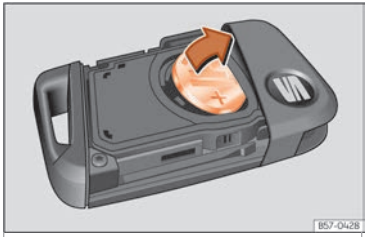

Fig. 88 Vehicle key: removing the battery.
- Lever the battery out of its compartment ››› Fig. 88.